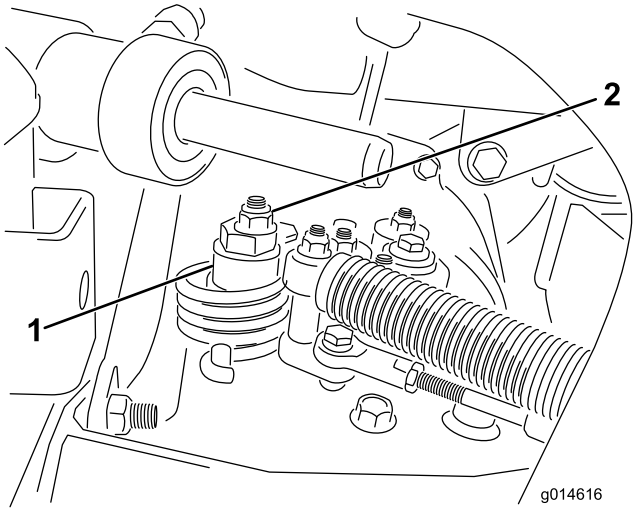

Figur 51
A. Lossa muttern som fäster excenterbulten på hydrostatens ovandel (Figur 51).
C. Vrid excenterbulten tills maskinen inte kryper i någon riktning. När hjulet slutar rotera drar du åt muttern som låser excenterbulten och justeringen (Figur 51). Kontrollera justeringen med gasen i det långsamma och snabba läget.